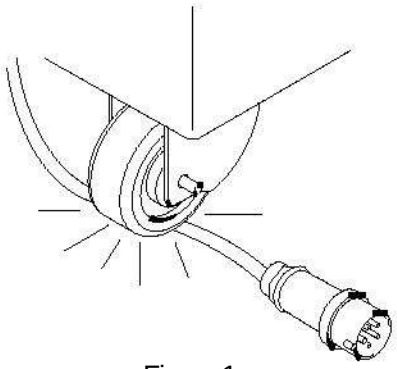

Figura 1.
- Verifique que las ruedas se muevan sin problema y que no pisen el cable de alimentación (Vea la figura 1)